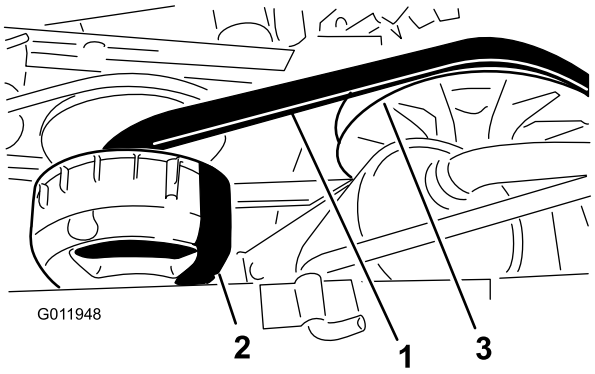

Figur 63
4. Vrid på remmen (Figur 63) och kontrollera om den är sliten eller skadad.
3. Vrid remmen och dra den över sekundärkopplingen (Figur 63).
4. Ta bort remmen från primärkopplingen (Figur 63).
5. Placera den nya remmen över primärkopplingen (Figur 63).
6. Vrid remmen och dra den över sekundärkopplingen (Figur 63).